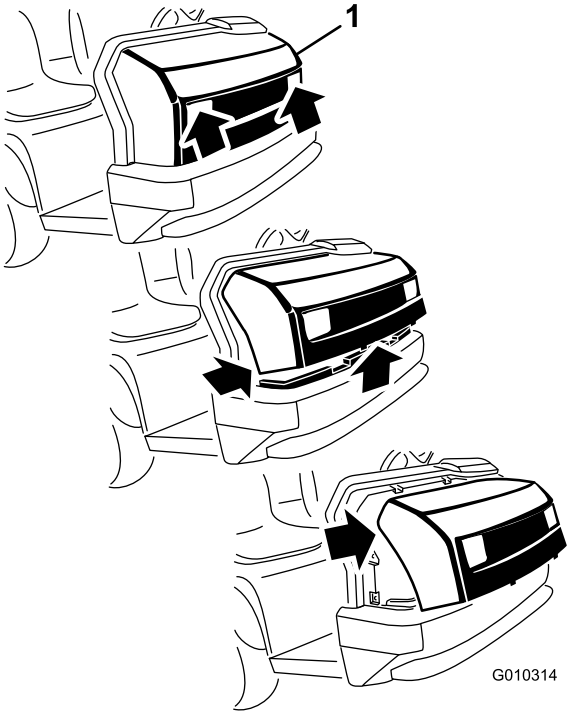

Figura 37
1. Afferrate il cofano dalle aperture dei fari, sollevatelo per sganciare le linguette di montaggio inferiori dalle fessure del telaio (Figura 37).
3. Ruotate in avanti la parte superiore del cofano e staccate i connettori a filo dai fari (Figura 37).